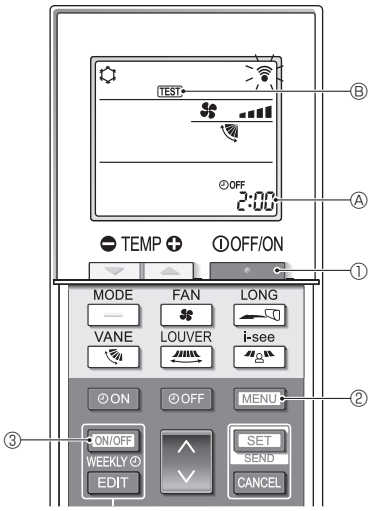

Fig. 7-5
■ **Prueba de funcionamiento (Fig. 7-5)**
1. Pulse el botón [ ] ① para detener el acondicionador de aire.
- Si el temporizador semanal está activado (se muestra WEEKLY), pulse el botón [ON/OFF WEEKLY] ③ para desactivarlo (no se muestra WEEKLY).
2. Pulse el botón [MENU] ② durante 5 segundos.
3. Pulse el botón [MENU] ②.